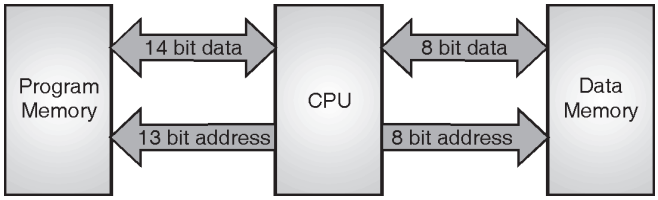

Fig. 1.1.3 : Block diagram for Harvard architecture of PIC microcontrollers
- Harvard architecture is a newer concept than Von Neumann's. It rose out of the need to speed up the work of a microcontroller. In Harvard architecture, data bus and address bus are separate. Thus a faster flow of data is possible through the central processing unit, and of course, a greater speed of work. Separating a program from data memory makes it further possible for instructions not to have to be 8-bit words. Fig 1.1.3 shows block diagram for Harvard architecture in PIC controllers.